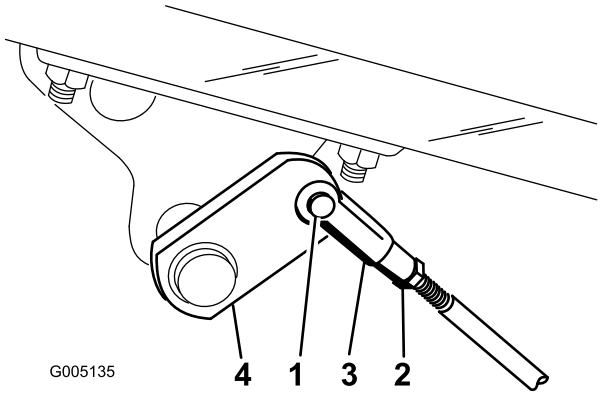

Figur 39
2. Hvis bremserne ikke låser lige meget, skal du afmontere bremsestængerne ved at fjerne låseclipsen og gaffelbolten (Figur 39).
3. Løsn kontramøtrikken, og juster gaffelstykket tilsvarende (Figur 39).
4. Monter gaffelstykket på bremseakslen (Figur 39).